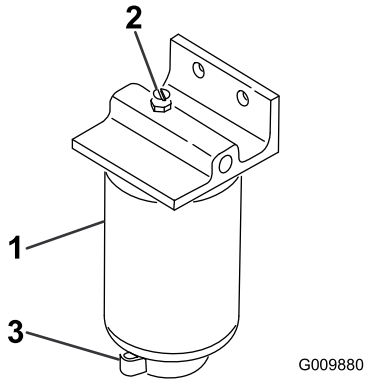

**Figur 63**
2. Løsn aftapningsventilen i bunden af filterskålen (Figur 63).
1. Rengør området, hvor filterskålen monteres (Figur 63).